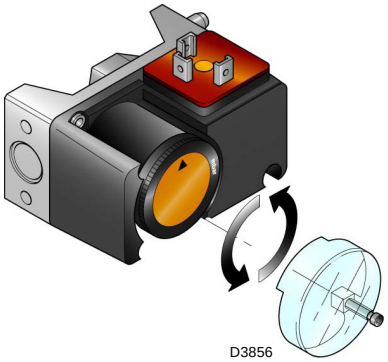

Fig. 36
- ➤ Adjust the maximum gas pressure switch (Fig. 36) to the end of the scale.
Adjust the maximum gas pressure switch after having performed all the other burner adjustments with the maximum gas pressure switch set at the end of the scale (Fig. 36).